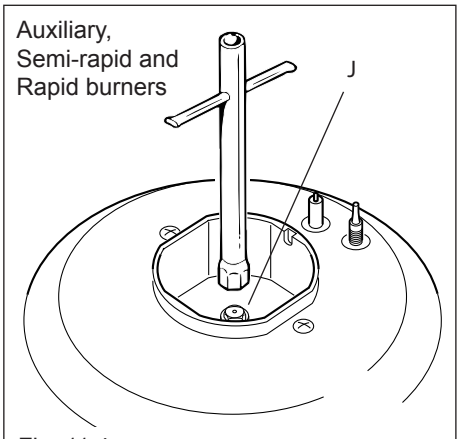

Fig. 11.4
- Using a wrench, substitute the nozzle injectors “**J**” (figs. 11.4, 11.5) with those most suitable for the kind of gas for which it is to be used.